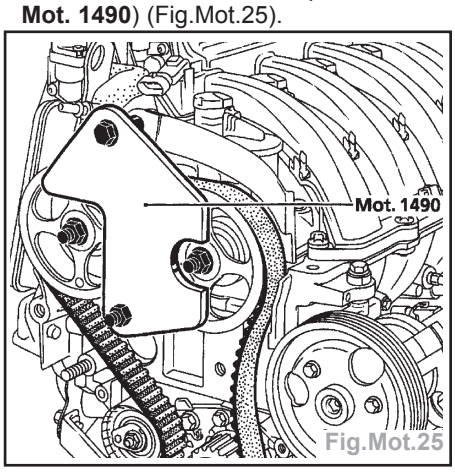

Fig.Mot.25
- Positionner le logo RENAULT gravé sur les branches des poulies des arbres à cames verticalement vers le haut (**A**), poser la courroie de distribution sur les poulies des arbres à cames puis monter l'outil de blocage des poulies des arbres à cames **Mot. 1490** (utiliser les fixations du carter de distribution pour fixer le **Mot. 1490**) (Fig.Mot.25).
- Mettre en place l'outil de blocage **Mot. 1490** des poulies arbres à cames (Fig. Mot.25).